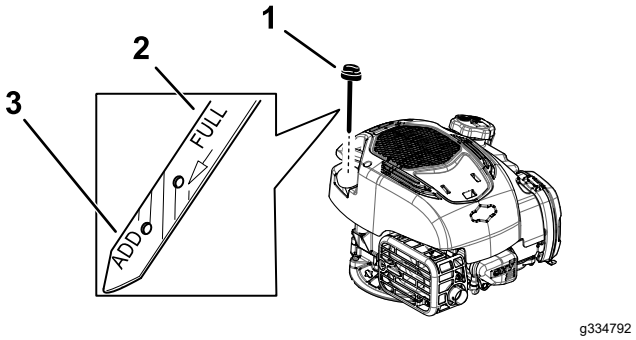

Figura 10
6. Observe el nivel de aceite en la varilla (Figura 10).